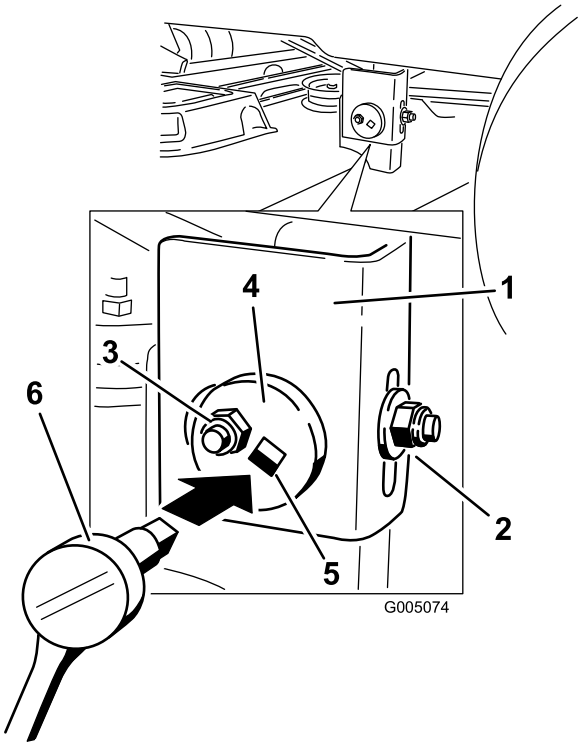

Figure 51
6. Move to the left side of the machine. Loosen, but do not remove, the rear locking nut on the hanger bracket (Figure 51).
7. Loosen the side locking nut on the hanger bracket just enough to allow the eccentric plate to be adjusted (Figure 51). Use a 3/8 inch drive extension on a socket wrench to manipulate the eccentric plate. Use the wrench to reposition the height of the mower deck and adjust it so the measurements taken in Step 5 are with in 3/16 inch (5 mm).
8. Stop the deck at the adjusted position and tighten the side locking nut on the hanger bracket to hold the new position (Figure 51). Tighten the rear locking nut on the hanger bracket.